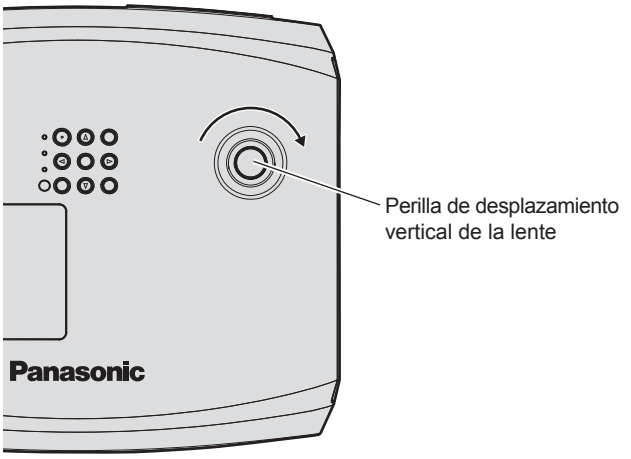

Fig. 2
3) Ajuste el cambio vertical. (Fig. 2)